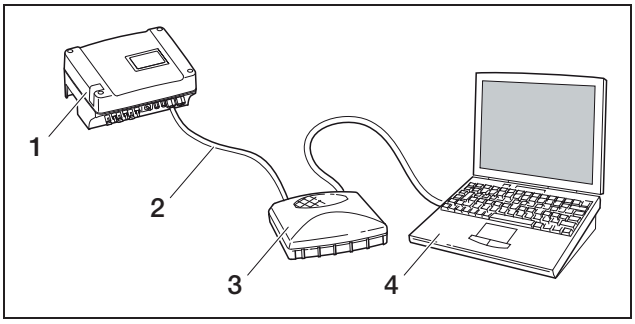

Abbildung 25: *Wechselrichter und Computer mit Ethernetkabeln und Switch verbinden*
a) über ein lokales Netzwerk (Switch und Ethernetkabel, siehe Abbildung 25) verbinden oder